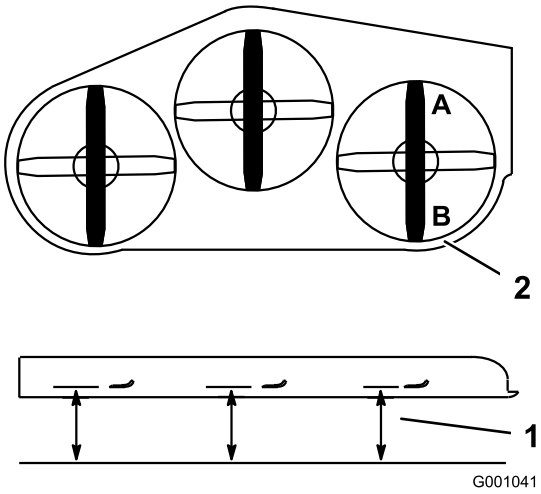
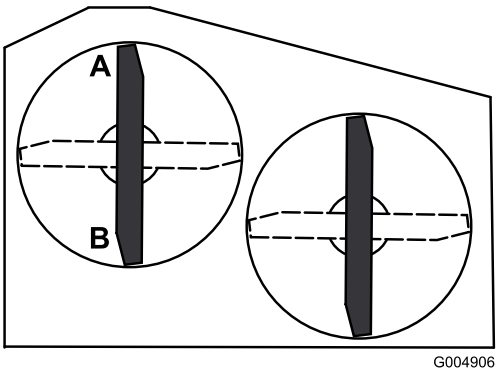

Figura 65
Figura 66
2. Coloque una cuchilla en posición longitudinal. Mida en las posiciones **A** y **B** desde una superficie nivelada hasta el filo de corte de los extremos de la cuchilla (Figura 65 o Figura 66). Para las plataformas de cortacésped de 36 pulgadas, consulte la Figura 66.
4. Coloque las cuchillas en posición longitudinal. Mida en las posiciones C y D (Figura 65) desde una superficie nivelada hasta el filo de corte de las cuchillas.